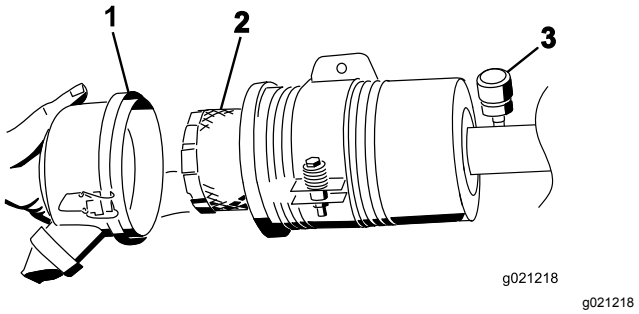

Figur 58
3. Ta bort och byt ut filtret (Figur 58).